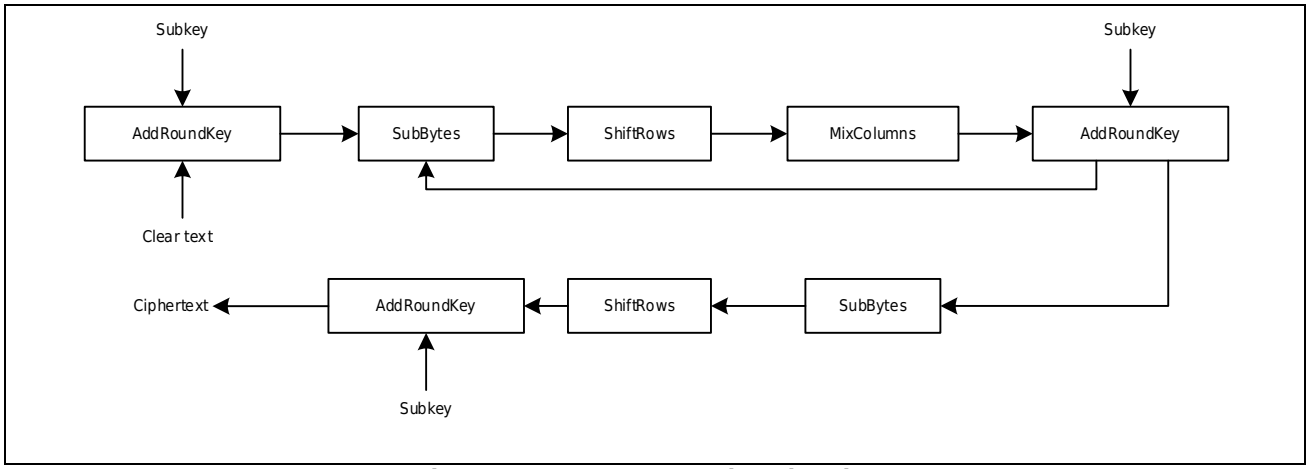

Figure 25-2 AES Encryption Flowchart
AES is a key iterative block cipher that involves round-robin repetition of state. AES consists of four operations: SubBytes, ShiftRows, MixColumns, AddRoundKey. Among them, SubBytes includes finding the modular inverse of each byte in GF(28) and an affine transformation; ShiftRows is a byte transposition, which cyclically shifts the rows in the state according to different offsets; MixColumns linearly transforms each column of the state; AddRoundKey performs a bit-by-bit XOR operation between each byte in the state and the round key. The encryption process of AES is shown in Figure 25-2: